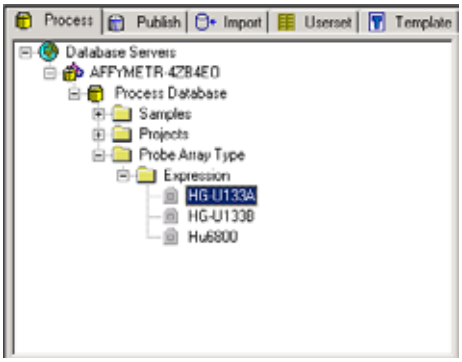

Figure 15.12
1. In the process pane data tree, expand the assay folder (for example, Expression) under the Probe Array Type folder **(Figure 15.12)**.